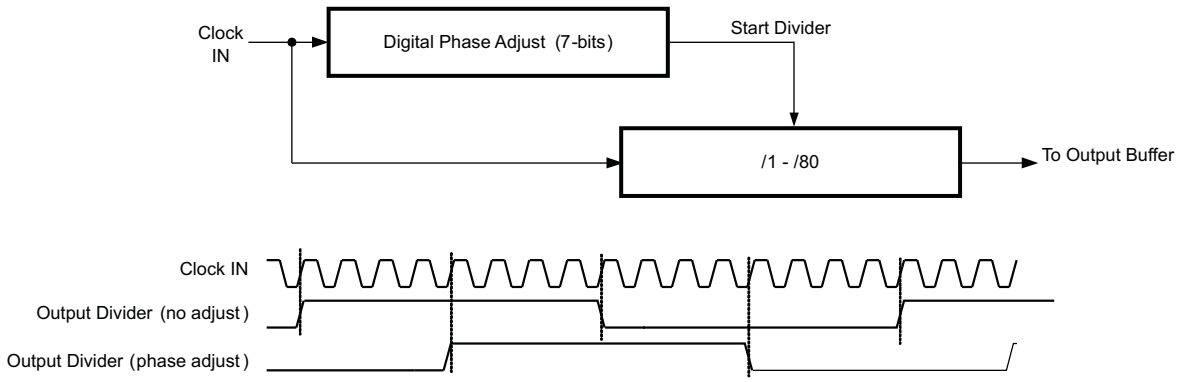

**Figure 25. CDCE18005 Phase Adjust**
Figure 25 provides an overview of the Digital Phase Adjust feature. The output divider includes a coarse phase adjust that shifts the divided clock signal that drives the output buffer. Essentially, the Digital Phase Adjust timer delays when the output divider starts dividing; thereby shifting the phase of the output clock. The phase adjust resolution is a function of the divide function. Coarse phase adjust parameters include:
- Number of Phase Delay Steps – the number of phase delay steps available is equal to the divide ratio selected. For example, if a Divide by 4 is selected, then the Digital Phase Adjust can be programmed to select when the output divider changes state based upon selecting one of the four counts on the input. Figure 25 shows an example of divide by 16 in which there are 16 rising edges of Clock IN at which the output divider changes state (this particular example shows the fourth edge shifting the output by one fourth of the period of the output).